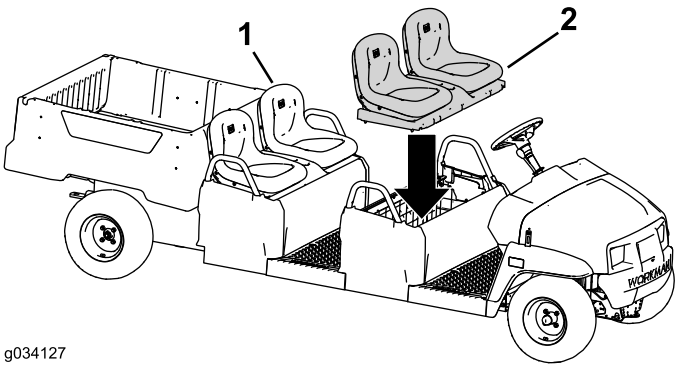

Figure 99
2. Install the original seat assembly to the rear seat row (Figure 99).
3. Install the seat assembly to the front seat row (Figure 99).